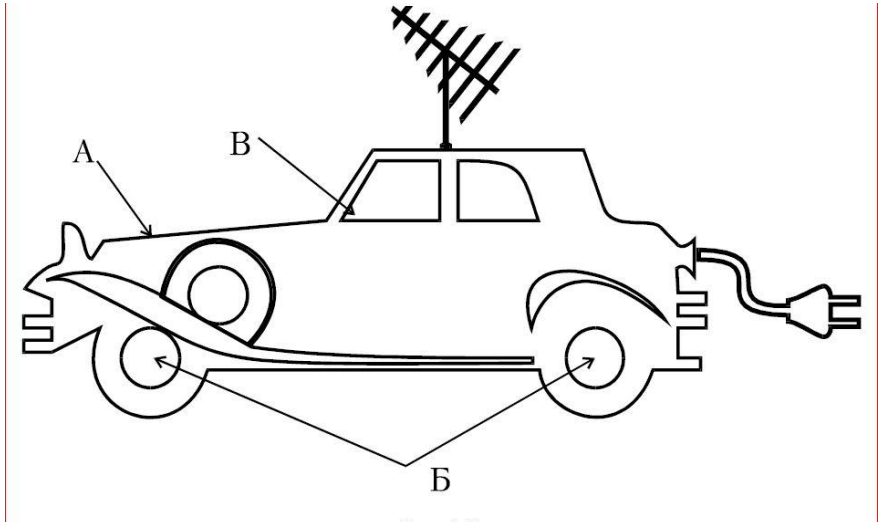

Рис.1.1
- В результате быстрого совершенствования параметров полупроводниковых устройств, используемых при разработке микро ЭВМ, стали вполне достижимыми высокая надежность, низкая себестоимость и малые размеры систем автомобильной электроники. Сегодня электроника в автомобиле играет роль одного из главных элементов систем управления. Она подразделяется на три части: систему управления двигателем и трансмиссией, систему управления ходовой частью и систему оборудования салона (рис.1.1).
- На рис.1.1 представлены следующие системы автомобильной электроники: